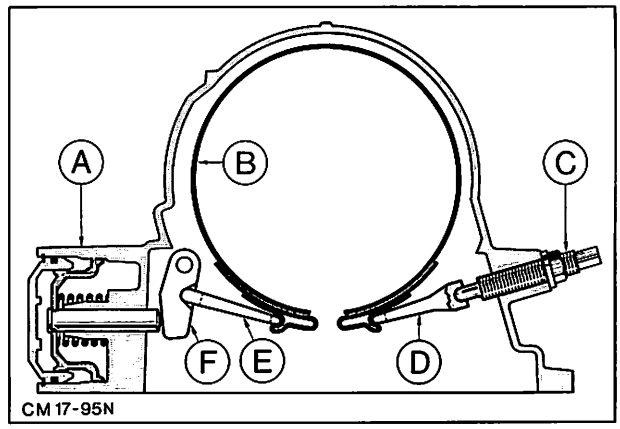

Abb. 90 Vorderes Bremsband montiert
43. Vorderes Bremsband einlegen und Druckstücke mit Einstellschraube montieren, dabei mit dem am Servokolben liegenden Druckstück beginnen. Abb. 90, Drahtbügel entfernen. Einstellschraube so weit andrehen, bis ein Herausfallen der Druckstücke nicht möglich ist.